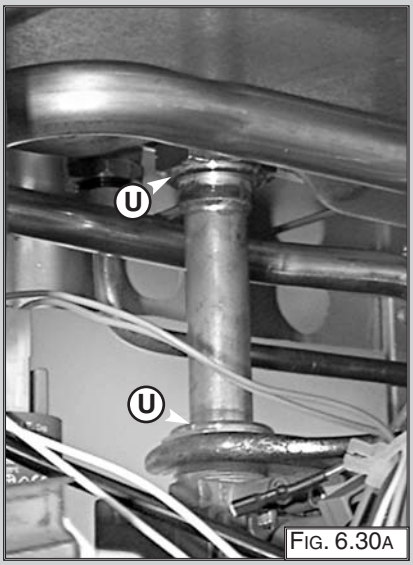

Fig. 6.30A
3. Release the nuts “U” (Fig. 6.30A);